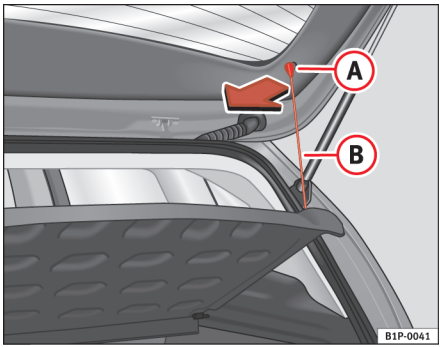

Fig. 106 Bagagerumsafdækning
– Hægt stropperne ⇒ fig. 106 (B) af holderne (A).